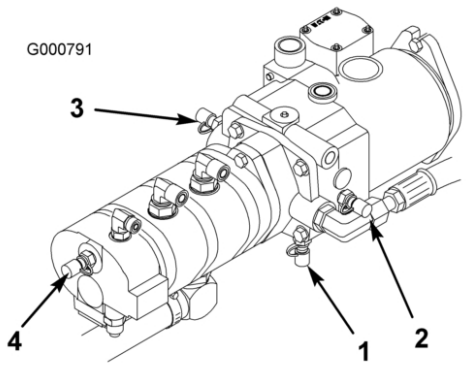

Figur 69
4. Testport D sidder i bunden af den hydrostatiske transmission (Figur 69) og bruges til at måle transmissionens ladetryk.
5. Testport E bruges til at måle det fremadgående traktionstryk (Figur 69).
6. Testport F bruges til at måle det bagudgående traktionstryk (Figur 69).
7. Testport G bruges til at måle trykket i styrekredsløbet (Figur 69).